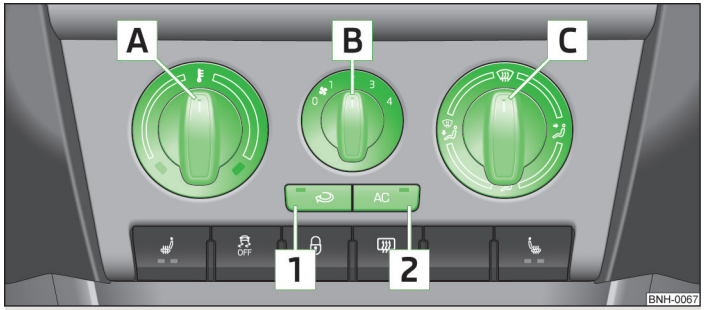

Fig. 60 **The air conditioning system: Control elements**
The cooling system only operates if the button AC 2 » Fig. 60 » page 61 is pressed, and the following conditions are met:
› Turn the control dial A » Fig. 60 to the right to increase the temperature.
› Turn the blower switch B » Fig. 60 into one of the positions, 1 to 4, to switch the blower on.
› The direction of the inlet air flow is controlled with air distribution regulator C » Fig. 60 » page 59.
› Press the button AC 2 » Fig. 60 and the indicator light in the button illuminates.
- Controls A » Fig. 60 » page 61, B, C and buttons 1 and 2.
› Press button 1 » Fig. 60 » page 61 and the indicator light in the button illuminates.
› Press button 1 » Fig. 60 » page 61 again. The indicator light in the button goes out.
Recirculated air mode is switched off automatically if the air distribution control C » Fig. 60 » page 61 is turned to position . Recirculated air mode can be switched on again from this setting by repeatedly pressing the button .